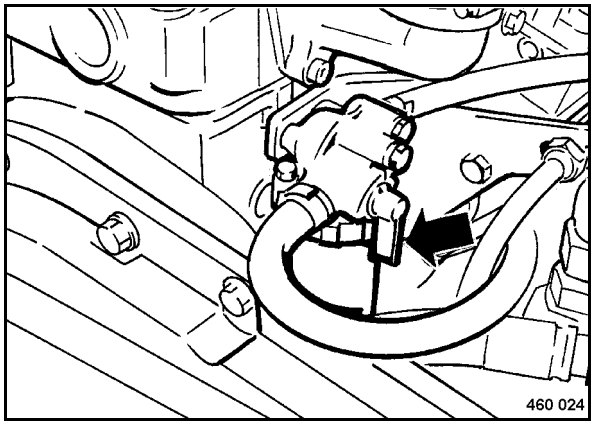

Fig. 34
- Check whether the fuiel shut-off lever (Fig. 34) is pointing vertically down.